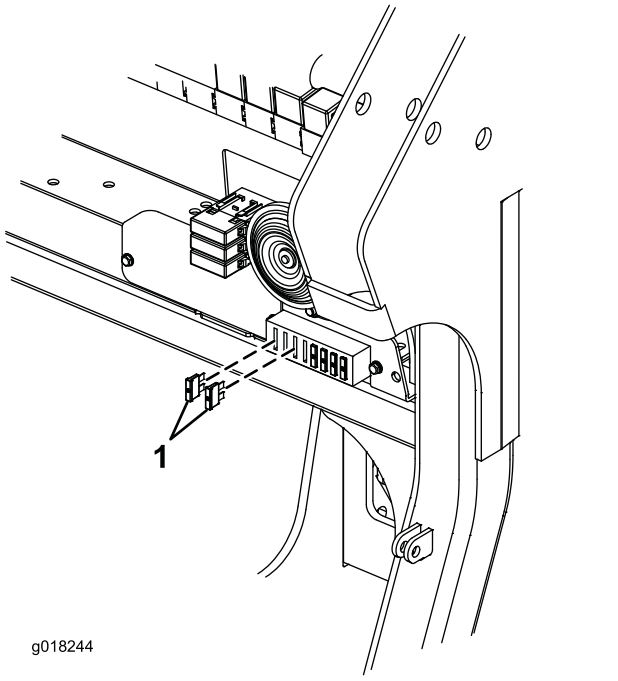

Figura 7
13. Montate i 2 fusibili (15 A) nel portafusibili. Utilizzate il primo e il terzo spazio dall'estremità sinistra del portafusibili (Figura 7).